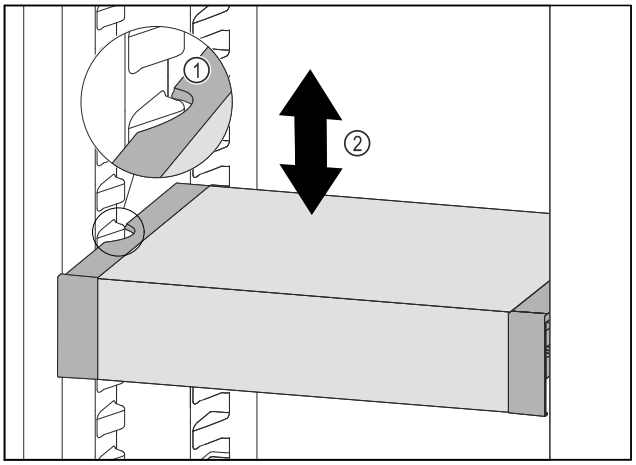

Fig. 114
▶ Tire del VarioSafe hacia delante hasta que los huecos laterales del VarioSafe se encuentren a la altura de la nervadura del recipiente en el compartimento del frigorífico. *Fig. 114 (1)*
▶ Mueva el VarioSafe hacia arriba o hacia abajo en el compartimento del frigorífico hasta alcanzar la altura deseada. *Fig. 114 (2)*